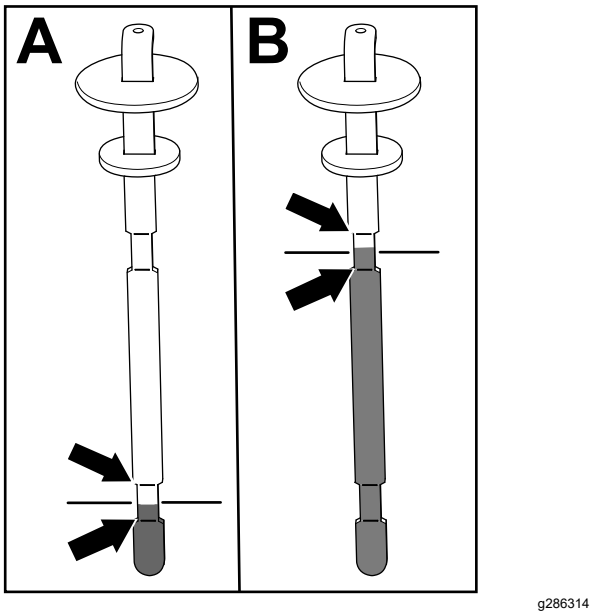

**Figuur 80**
5. Verwijder de peilstok en controleer het vloeistofpeil (Figuur 80).
- **Als de maai-eenheid is uitgerust:** het peil van de hydraulische vloeistof is goed als het tussen de 2 onderste markeringen op de peilstok reikt (A in Figuur 80). Het is ook aanvaardbaar als het vloeistofpeil boven de onderste markeringen reikt.
- **Als de hydraulische hulpset is uitgerust:** het peil van de hydraulische vloeistof is goed als het tussen de 2 bovenste markeringen op de peilstok reikt (B in Figuur 80).